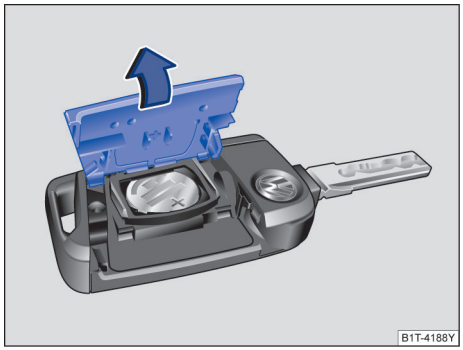

图 53 汽车钥匙：打开电池盒盖
– 用一合适的器具（例如，硬币）沿→图 53 箭头方向拆下汽车钥匙后侧的盖板→ⓘ
– 安装电池盖板，然后沿 →图 53 箭头相反方向将其扣到汽车钥匙上，直至其卡定。